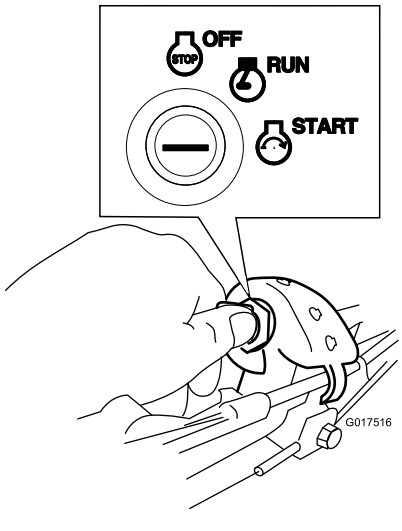

Rysunek 18
- **Kluczyk zapłonu:** Obróć kluczyk zapłonu do położenia uruchomienia i przytrzymaj go tam (Rysunek 18); po uruchomieniu silnika zwolnij kluczyk.
1. Obróć kluczyk zapłonu do położenia PRACY (Rysunek 18).